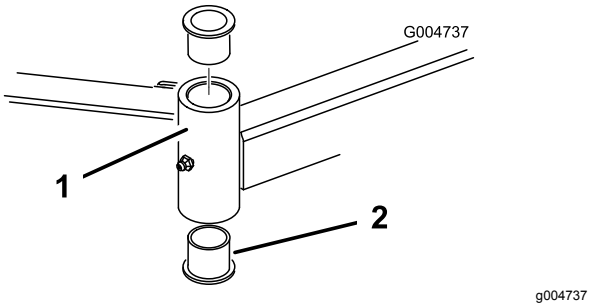

**Figur 105**
4. Sæt en uddriver ind i den øverste eller nederste del af monteringsrøret, og driv bøsningen ud af røret (Figur 105). Driv også den anden bøsning ud af røret. Rengør rørene indvendigt for at fjerne snavs.